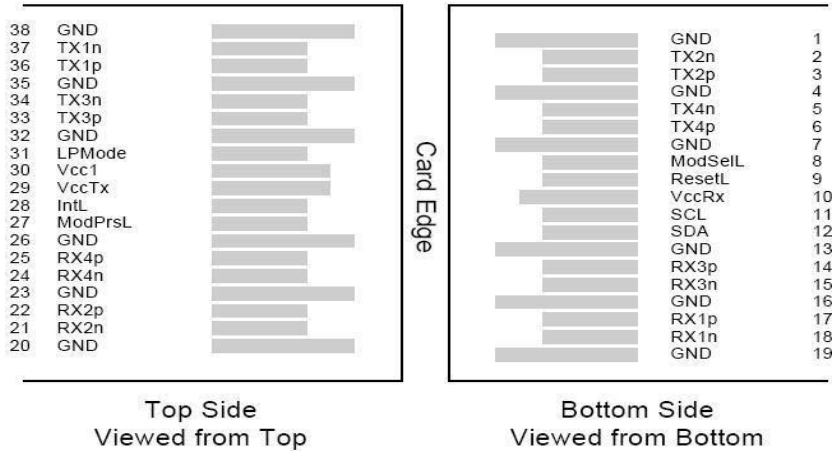

Figure 3 – MSA Compliant Connector
2. 2.VccRx, Vcc1 and VccTx are the receiving and transmission power suppliers and shall be applied concurrently. Recommended host board power supply filtering is shown in Figure 3 below. Vcc Rx, Vcc1 and Vcc Tx may be internally connected within the QSFP28 transceiver module in any combination. The connector pins are each rated for a maximum current of 1000mA.